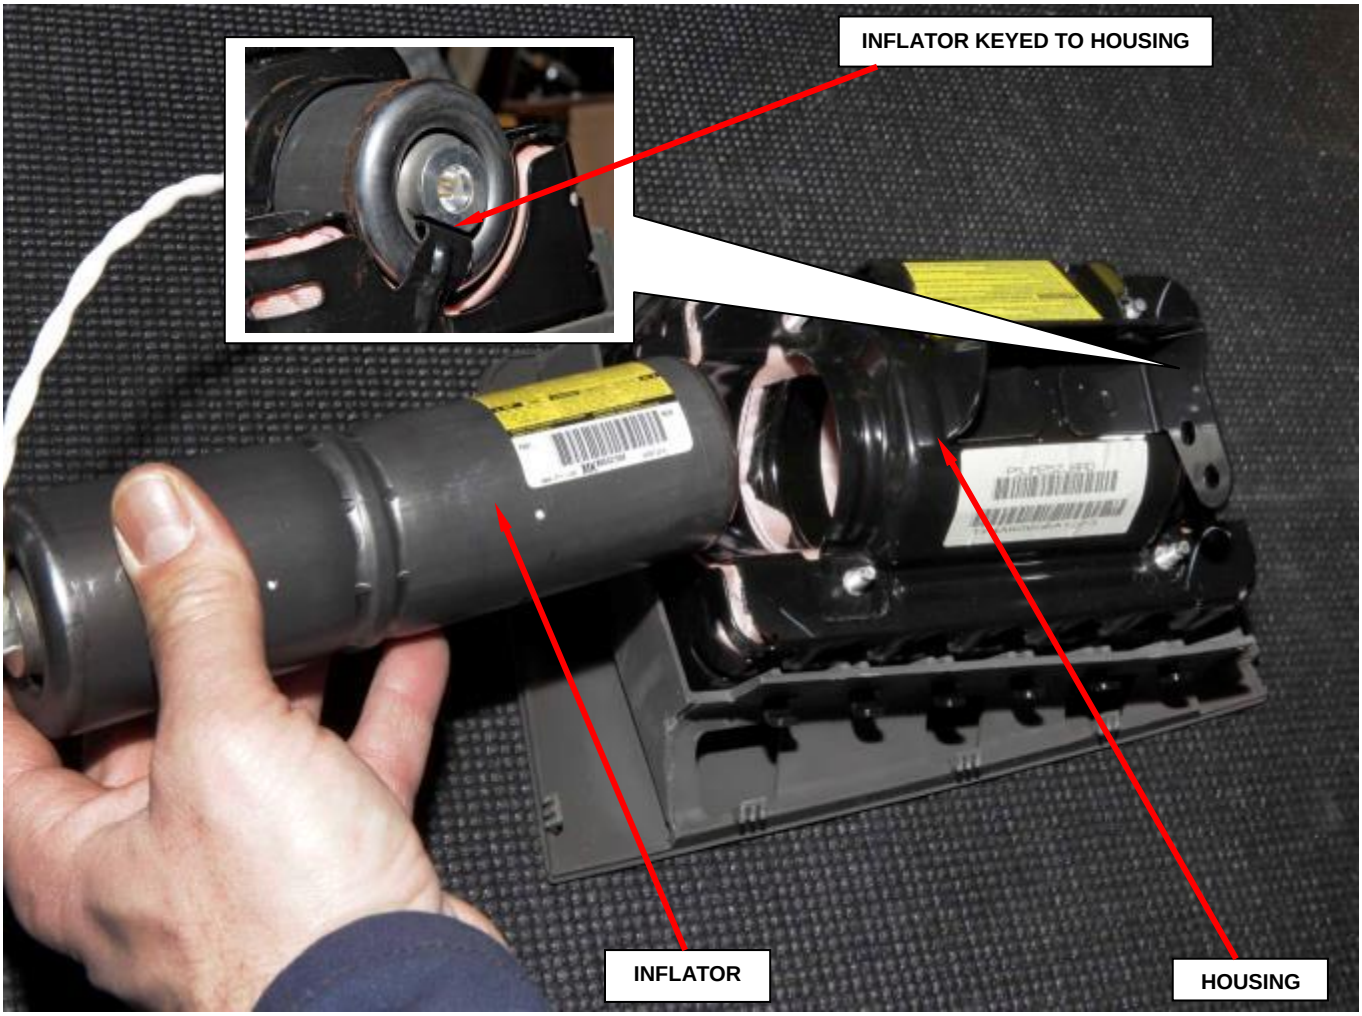

**Figure 48 – Inflator Installation**
g. Slide the new inflator into the housing (Figure 48).